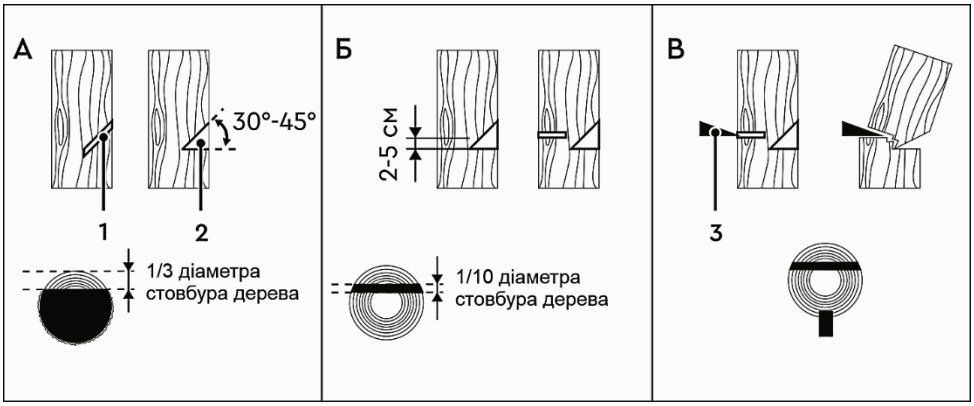

Рисунок 7
4.3.4 Виконання пропилів (дивіться рисунок 7)
Увімкніть пилу та почніть пиляти дерево з того боку куди воно має впасти (1, рисунок 7-А). Зробіть клиноподібний пропил (2, рисунок 7-А) під кутом 30-45°, глибина якого приблизно дорівнює 1/3 від товщини стовбура.
Валочний розпил (рисунок 7-Б) виконайте з протилежного боку від клиноподібного пропилу, помістивши зубчастий упор пили на стовбур на 2-5 см вище нижнього краю клиноподібного пропилу. Завершіть пиляння тоді, коли до внутрішнього краю клиноподібного пропилу залишиться близько 1/10 діаметра стовбура. Коли робите валочний розпил, не намагайтеся пропиляти стовбур наскрізь до клиноподібного пропилу. Частина стовбура, яка залишилася не пропиляною, буде направляти його в необхідний бік. Коли дерево почне падати, зупиніть роботу пили та негайно відійдіть у безпечну зону. Якщо дерево не почало падати, необхідно забити клин (3, рисунок 7-В), після чого дерево почне падати в сторону клиноподібного пропилу.